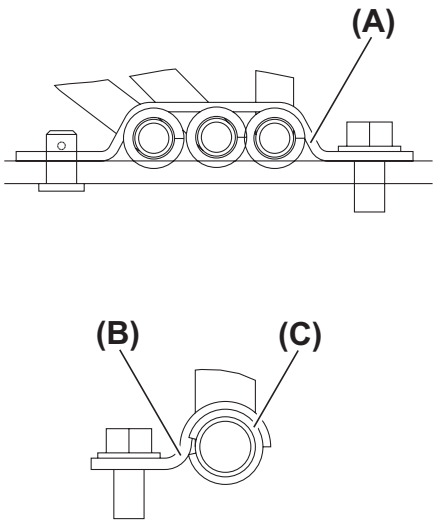

Fig. 5
7. The illustration **(Fig. 5)** shows the hydraulic pipes, clamps **(Fig. 5, (A), (B))**, and rubber cushion assembly **(Fig. 5, (C))**.